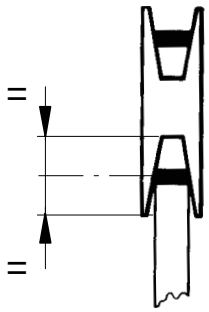

Fig 3
The belt (2) is to be positioned in the middle of the lower belt pulley see fig 3.